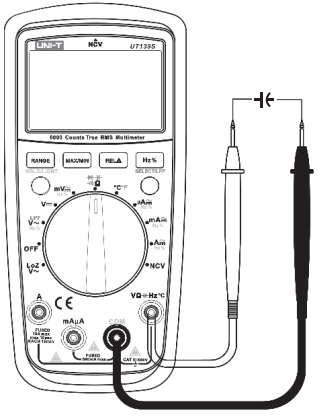

Рисунок 6
1) Установите поворотный переключатель в положение →|– ·)) Ω ⊣((Рисунок 6).